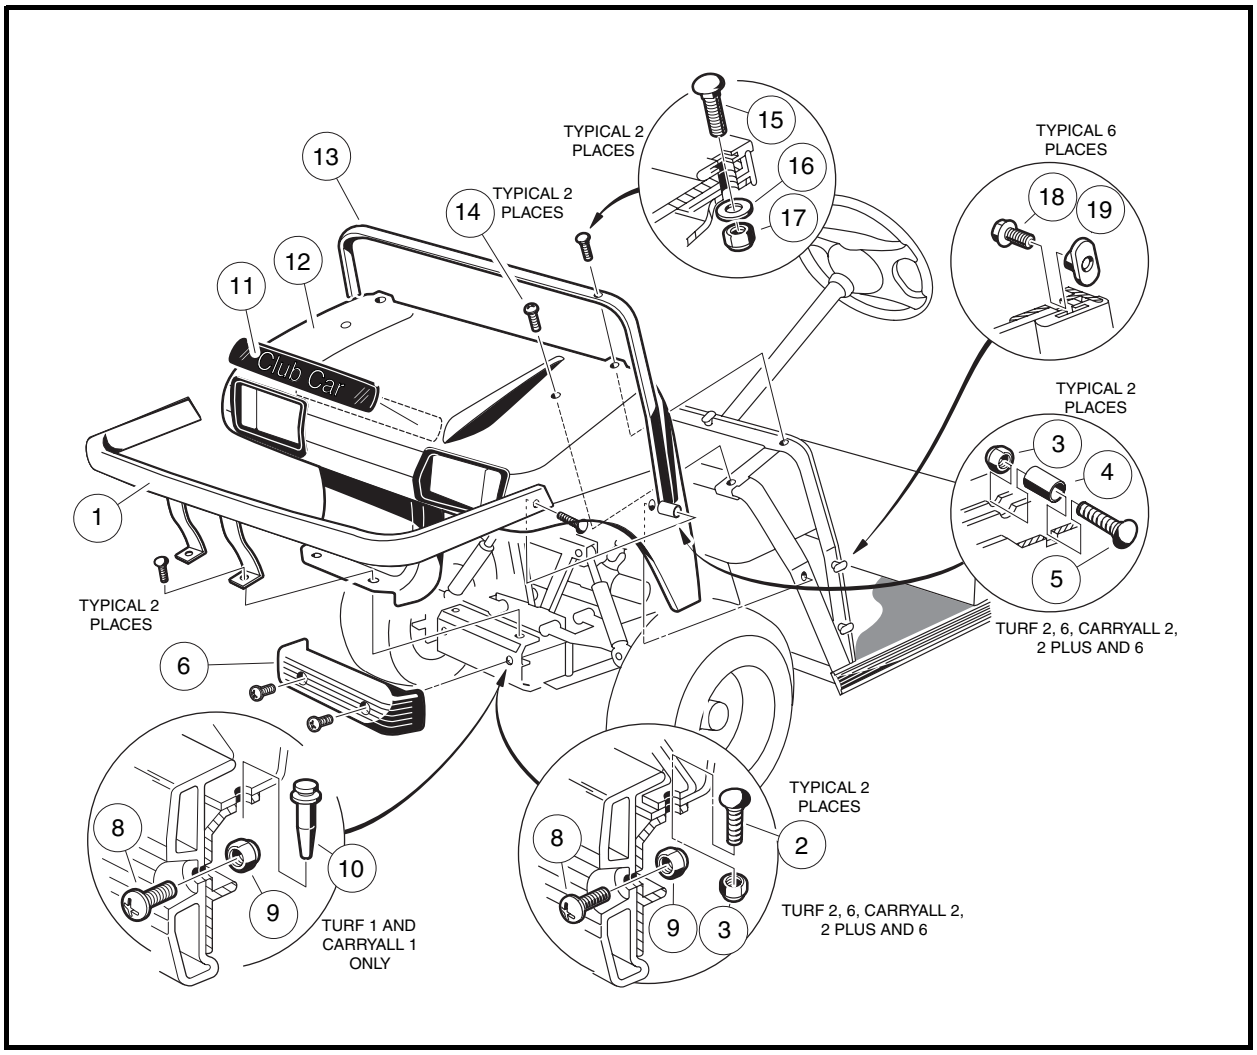

Figure 4-1 Front Body Assembly
1. Remove screws (8) and lock nuts (9) and lift front bumper (6) from vehicle frame **(Figure 4-1, Page 4-4)**.
1. Install front body (12) under trim (13), align holes and finger-tighten screws (14) holding front body against frame **(Figure 4-1, Page 4-4)**.
2. Install carriage bolts (15), washers (16), and lock nuts (17) onto front body trim. Tighten bolts to 11 ft-lb (14.9 N·m). Tighten screws (14) to 20 in-lb (2.3 N·m). **See following NOTE.**
5.1. Install two carriage bolts (2) and lock nuts (3) from the heavy-duty front bumper support braces and install bumper (1). Tighten bolts to 65 in-lb (7.3 N·m) **(Figure 4-1, Page 4-4)**.
5.2. Install two carriage bolts (5), spacers (4), and lock nuts (3) into heavy-duty bumper mounting positions located on sides of front body (12). Tighten bolts to 65 in-lb (7.3 N·m).
6. **Turf 1 and Carryall 1 vehicles:** Install two push type blind rivets (10) that secure lower front body to frame **(Figure 4-1, Page 4-4)**.
7. Install front bumper onto vehicle and install screws (8) and lock nuts (9). Tighten to 65 in-lb (7.3 N·m).